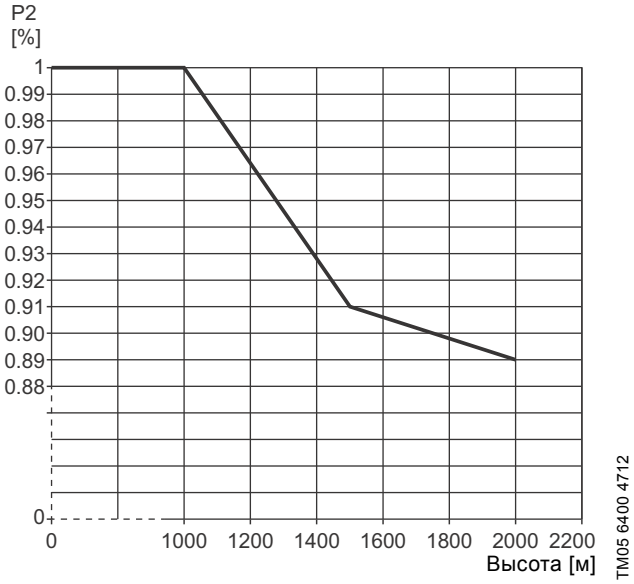

**Рис. 2** Снижение выходной мощности электродвигателя (P2) в зависимости от высоты над уровнем моря
- При установке насоса на высоте более 1000 м над уровнем моря, запрещается эксплуатация электродвигателя с полной нагрузкой, так как охлаждающая способность воздуха ухудшается из-за его низкой плотности. См. рис. 2.